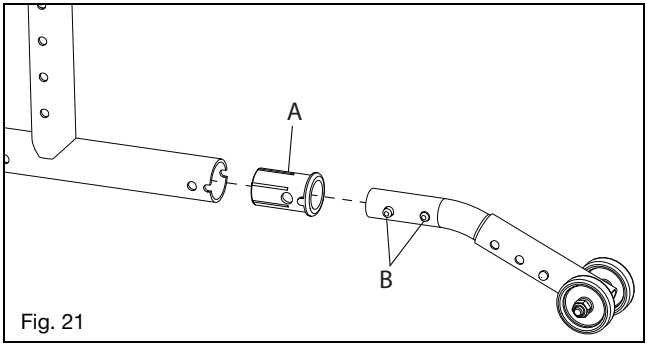

Fig. 21
1. Push the anti-tip sleeve (Fig. 21:A) into the end of the rear frame.
2. Push in the detent buttons (Fig. 21:B) on the anti-tip assembly and install into rear frame and sleeve until the detent button pops through the hole in the frame.